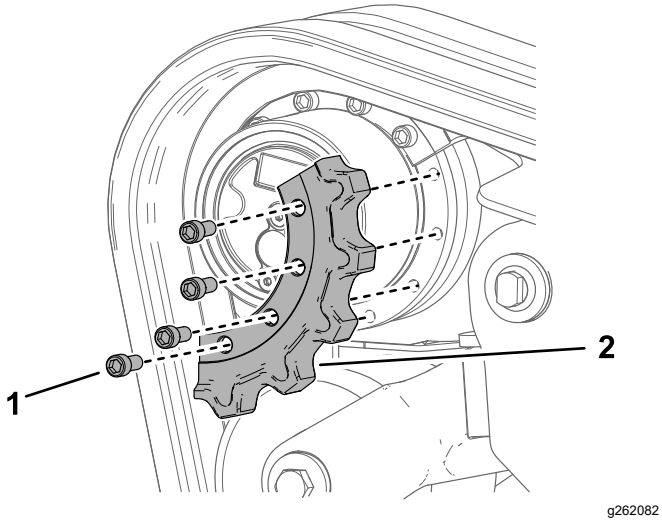

Figure 70
1. Screw (4)
12. Remove the sprocket segment (Figure 70).
7. Apply thread-locking compound to the bolts of 1 drive sprocket segment that you removed and install the sprocket segment (Figure 70). Torque the bolts to 247 to 301 N·m (182 to 222 ft-lb).